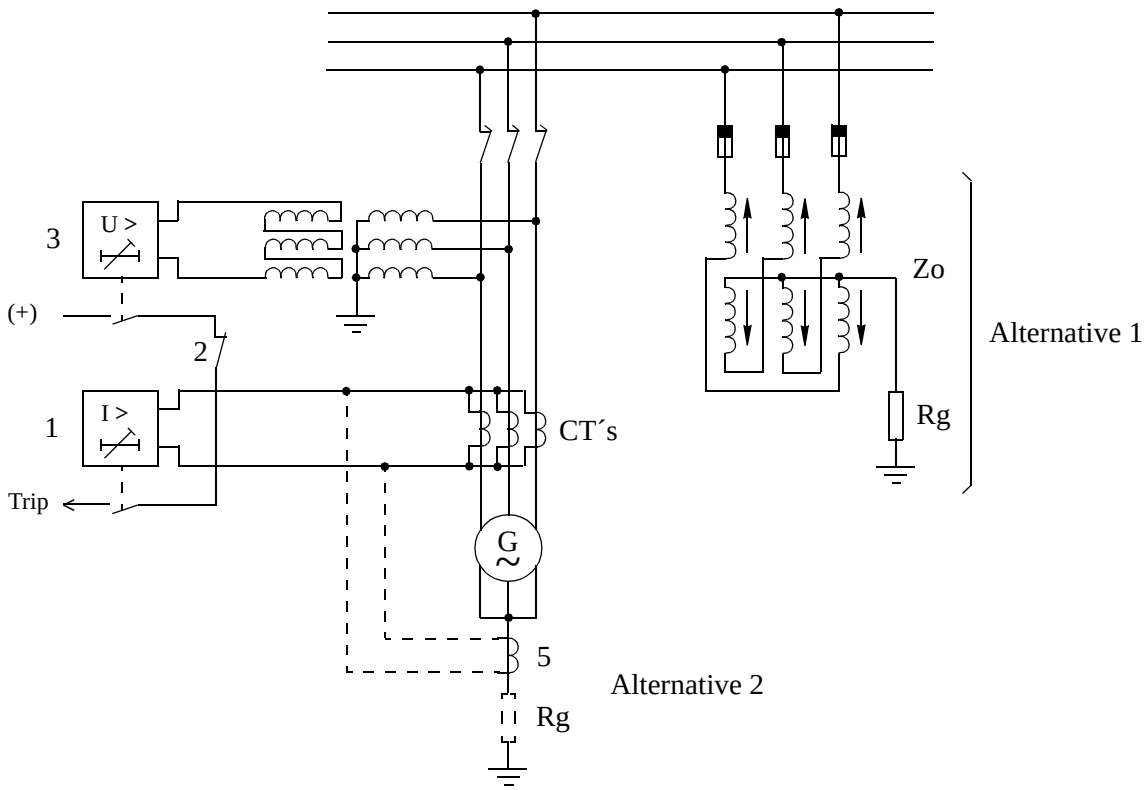

Fig. 4 Current earth-fault relay for generator connected directly to the distribution bus
A current selective earth-fault relay with primary operate current in most cases as low as 1-2 A, can be obtained using a low-burden, overcurrent relay type RXIG 28 and residually connected current transformers as shown in Fig. 4.
If an earthing resistor is placed in the neutral of the machine, a current transformer (5) of the same type as the residually connected current transformers and with the same current ratio must also be connected in the generator neutral as indicated in Fig. 4.
One common earthing resistor connected to the bus (Alternative 1 in Fig. 4) is recommended if more than one machine is connected to the bus.
Resistive earth-fault current to operate the relay must be obtained from other objects connected to the bus, e.g. other generators with neutral earthing resistor, a resistor connected to an earthing transformer (Alternative 1 in Fig. 4) or a resistor connected between the neutral point and earth of a Dy-connected power transformer.